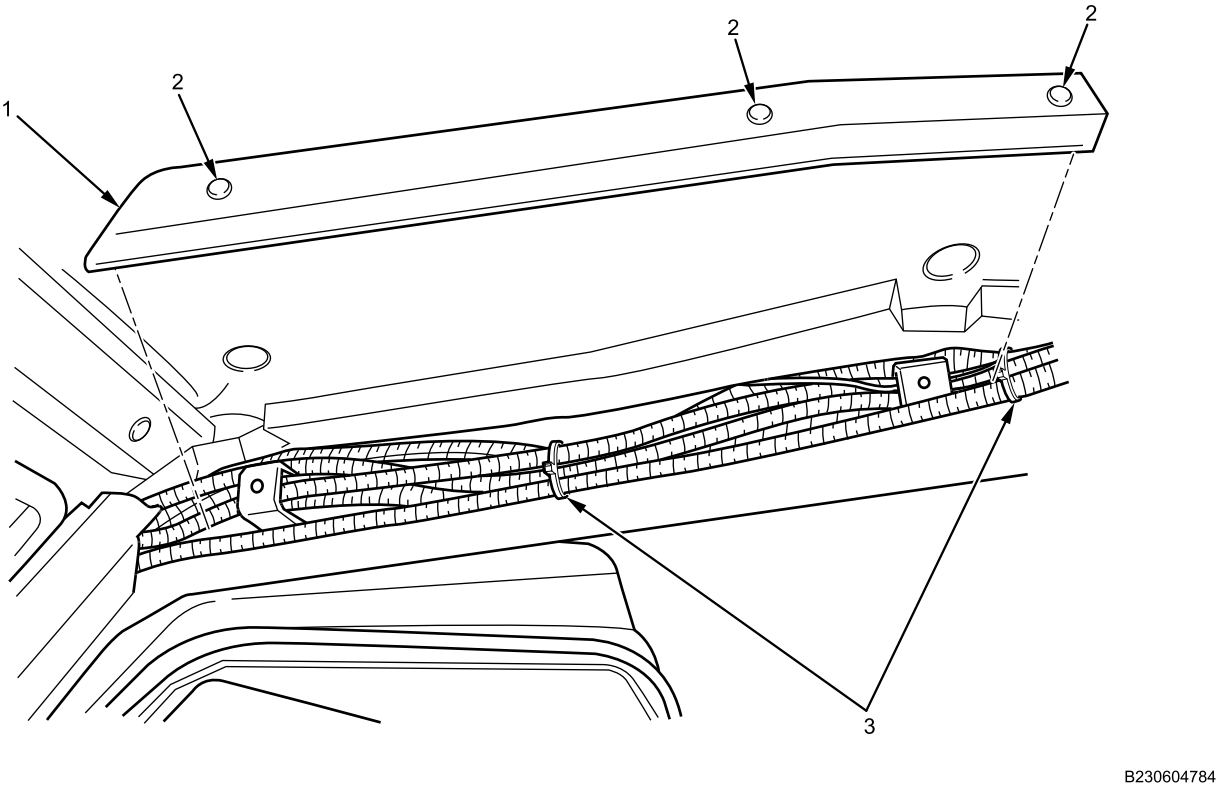

Figure 10. Door Opening Trim.
5. Install two cable lock straps (Figure 10, Item 3) over harnesses in door opening.
6. Install door opening trim cover (Figure 10, Item 1) with three new fasteners (Figure 10, Item 2).